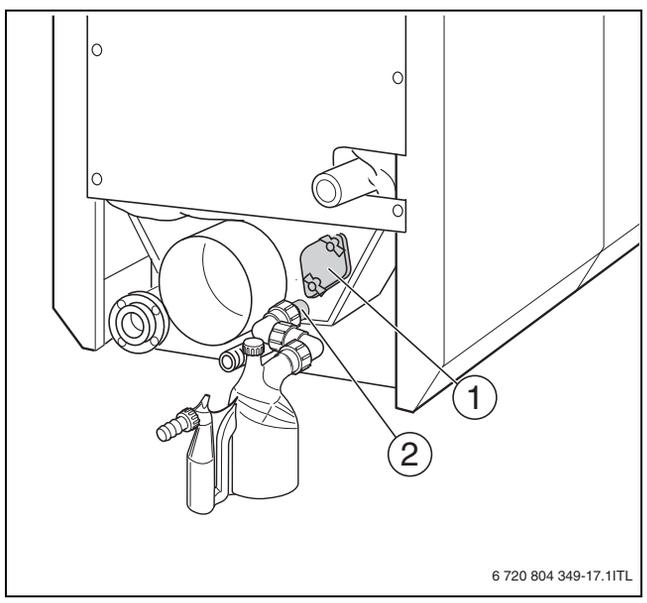

Bild 44 Reinigungsdeckel Abgassammler
- ▶ Kondensatablauf (→ Bild 44, Seite 40) beim Reinigen nicht verstopfen.